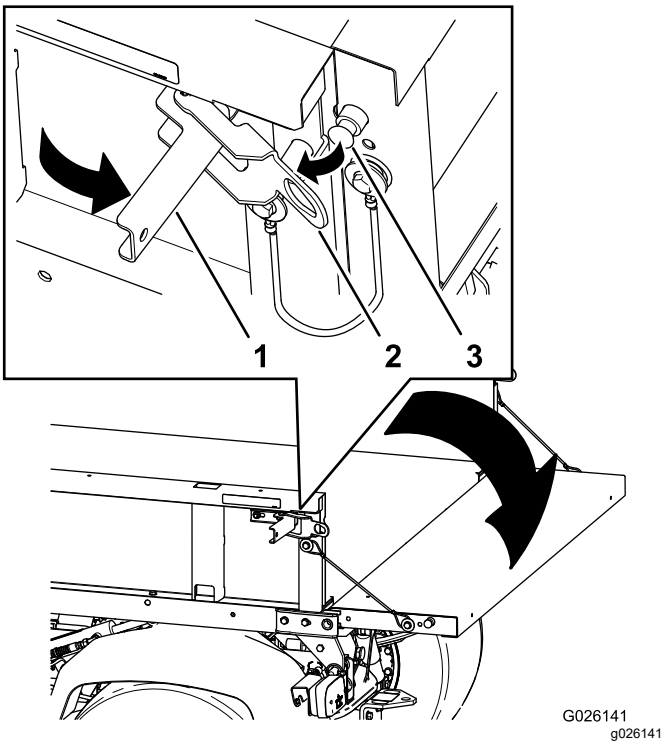

Figura 15
2. Abra los enganches de los lados izquierdo y derecho de la plataforma de carga, y baje el portón trasero (Figura 15).